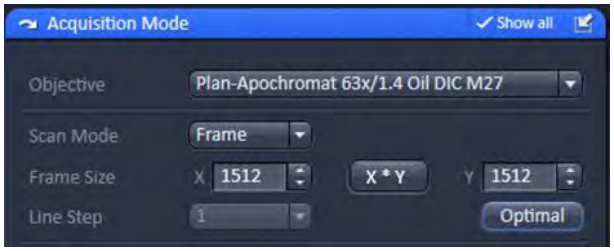

Fig. 141 **Airyscan: Settings for number and size of pixels**
- The required number and size of pixels to achieve increased resolution with the Airyscan is set automatically by pressing the **Optimal** button (Fig. 141).